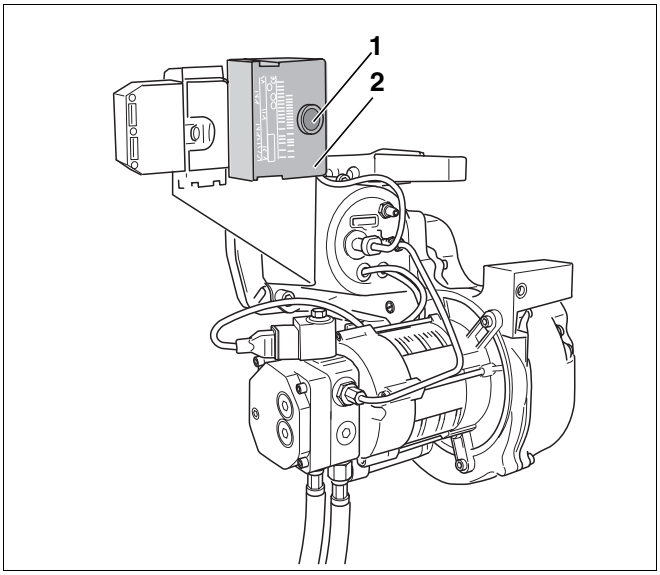

Fig. 13 Tasto di riarmo e spie luminose
- Sfiatate il sistema con l'aiuto della pompa di gasolio incorporata, non mediante la ripetuta pressione del tasto di riarmo (fig. 13, **pos. 1**).
- Dopo aver premuto il tasto di riarmo (fig. 13, **pos. 1**), il bruciatore entra in modalità d'esercizio o di avviamento.
- Premere il tasto di riarmo (fig. 13, **pos. 1,** pagina 19).